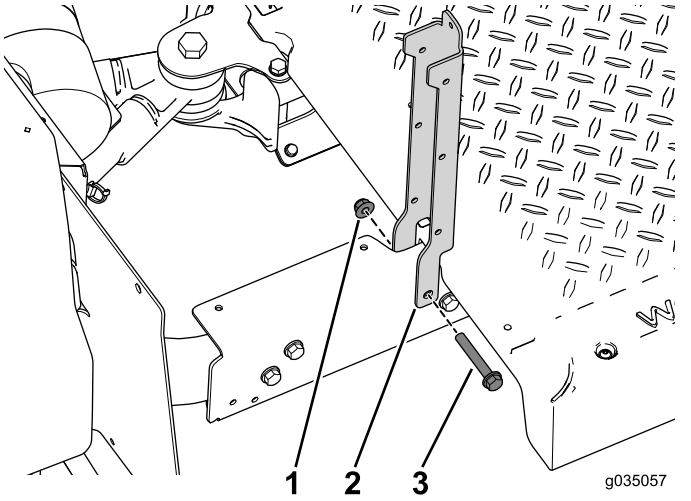

Рисунок 38
2. С помощью двух болтов (3/8 x 2-1/2 дюйма) и фланцевых гаек прикрепите опоры сиденья к задней части автомобиля (Рисунок 38).